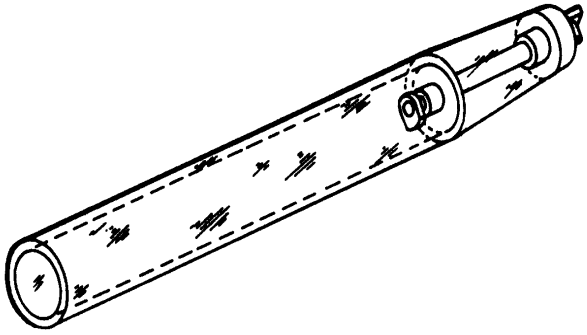

Figure 2. 6797753 Torquemeter Mid Bearing Guide
e. Install 6797753 guide (figure 2) over rear end of torquemeter inner and outer shaft (7, figure 3).
(1) Ensure scribe marks on guide knob and body are aligned in the LOAD position.
(2) Position guide against torquemeter bearing inner race with plunger aligned in torquemeter outer shaft plug.
(3) Ensure groove on guide plunger is aligned with retaining ring prong.